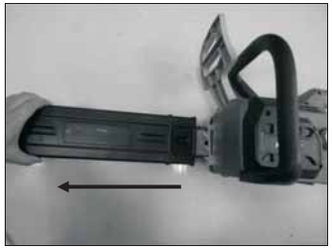

Fig.7A Fig.7B
6.2 VERWIJDER DE AFDEKKING VAN DE KETTING VOOR ELK GEBRUIK. (FIG.7A/ FIG.7B)